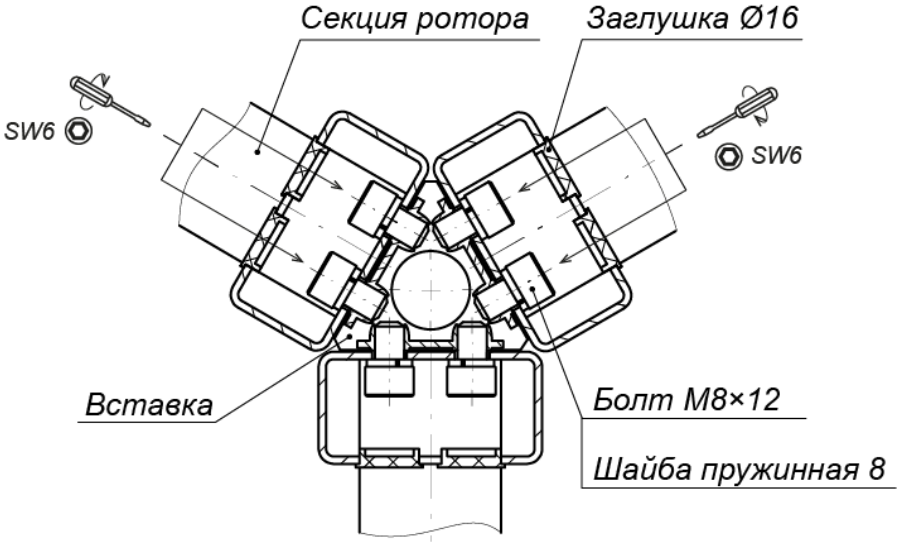

Рисунок 19. Схема соединения секций ротора
- Последовательно закрепите на элементах крепления установленной секции ротора две оставшиеся секции, используя 4 винта М8×14 для верхних точек крепления и 20 винтов М8×12 (ключ SW6) для остальных точек крепления с пружинными шайбами (см. рис. 19). Для монтажа данных винтов рекомендуется